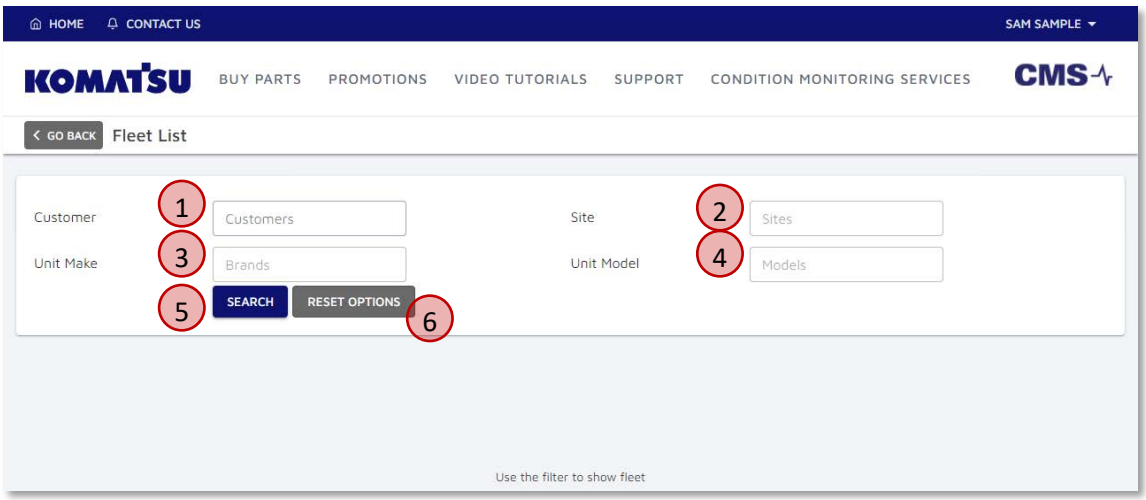

Figure 6.2 My Fleet Page
We then arrive at the My Fleet page (Figure 6.2) and provided some options for choosing which fleet we would like to view.
First, we should select one or more customers (① in Figure 6.2) that we want to view the fleet for. Once we click into the box, we can select one or more items from the items provided to us.
- Site (② in Figure 6.2),
- Unit Make (③ in Figure 6.2), and/or
- Unit Model (④ in Figure 6.2)
- Show the search results by clicking the **Search** button (⑤ in Figure 6.2),
If we need to clear our filters, click the **Reset Options** button (⑥ in Figure 6.2).